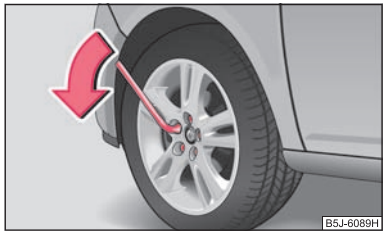

Fig. 154 Cambio de rueda: Aflojar los tornillos de rueda
- Agarre la llave por el extremo y gire el tornillo aproximadamente **una** vuelta hacia la izquierda ⇒ fig. 154.